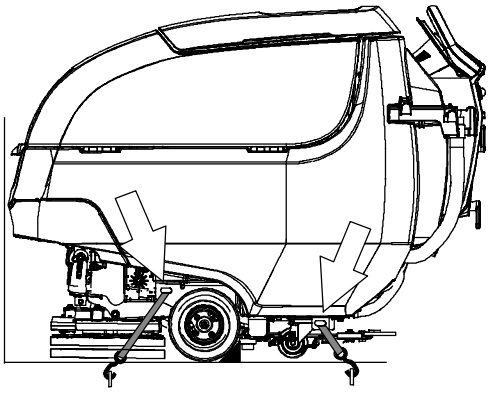

図 144
4. それぞれのホイールの後ろに輪留めを置いてください（図144）。
5. 固定用ロープを使用して、本機のフレームの固定ロープ用ブラケットで本機を固定します（図144）。